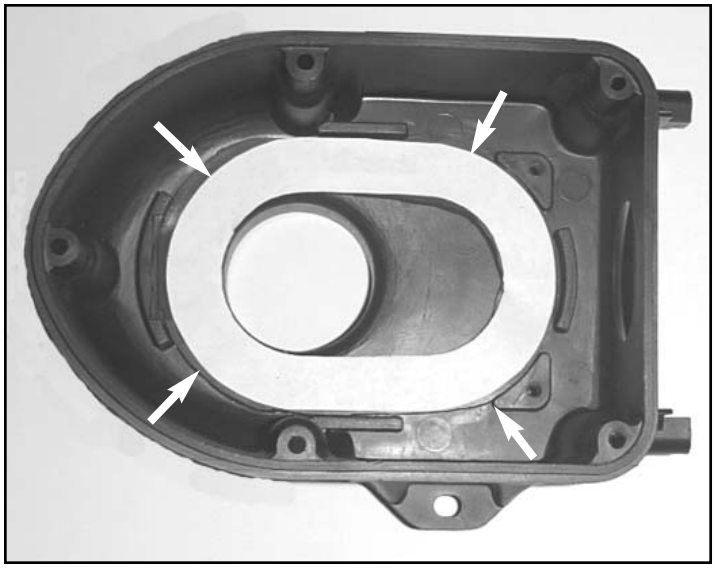

Fig. 1
4. Apply the provided gasket into the air box base. (Fig. 1)